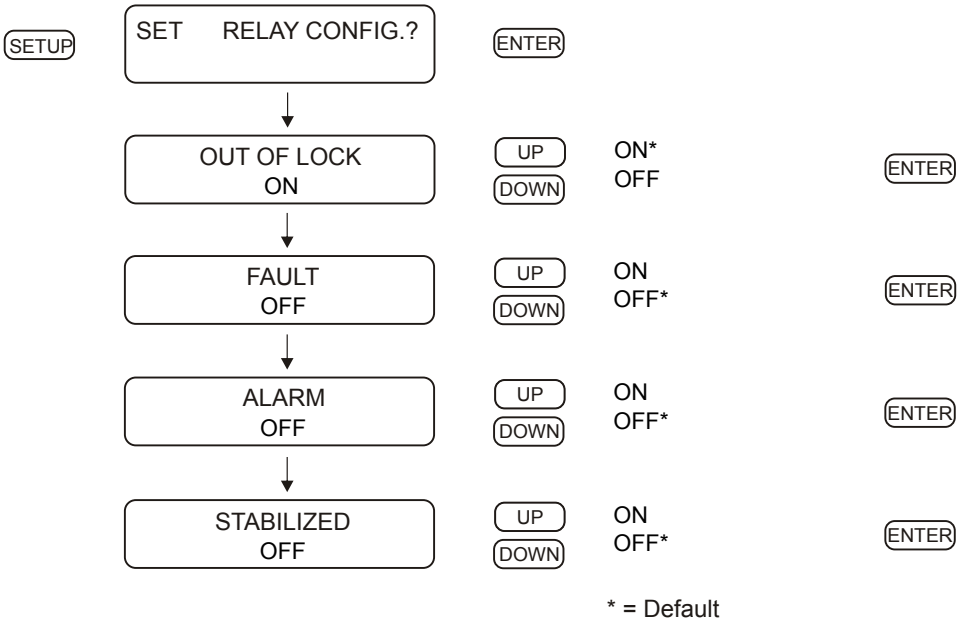

Figure 8.7: Relay Setup
Use the "SET RELAY CONFIG?" menu to configure how the multipurpose relay responds to several clock conditions. Clock conditions include (1) out of lock, (2) faults, (3) alarms, (4) stabilization, and (5) failsafe. These are described in the setup procedure shown in Figure 8.7. Alarms consist of any outside influence, such as a sudden change in GNSS position[1], that may affect the operation of the clock. Faults consist of an internal hardware problem with the clock, such as an oscillator failure, or a GNSS receiver failure. See page 29 for a description of fault conditions. Failsafe refers to the relay faulting when the clock loses power. All of these events may be configured to trigger the relay separately or concurrently. The relay may also be configured to actuate with a programmable pulse, which is discussed below.
To work with built-in programmable pulse features, set up the relay jumper (JMP10) as discussed in Section 5.2.4, then set up the programmable pulse mode as discussed in Section 8.9. Configuration settings described in Figure 8.7 do not apply to the relay when the relay jumper (JMP10) is set for Programmable Pulse. However, the front-panel annunciator LEDs and other indications still apply to out-of-lock condition, faults, and alarms when the relay jumper is set for programmable pulse.